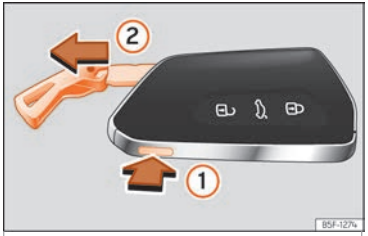

Fig. 82 Llave del vehículo: extraer el espadín.
- Si pulsa una vez el botón ››› fig. 82 ① se desbloquea el espadín y aparece una argolla a modo de llavero.
- Mantenga pulsado el botón ① y al mismo tiempo tire de la argolla en la dirección de la
flecha ››› fig. 82 ② para extraer completamente el espadín.